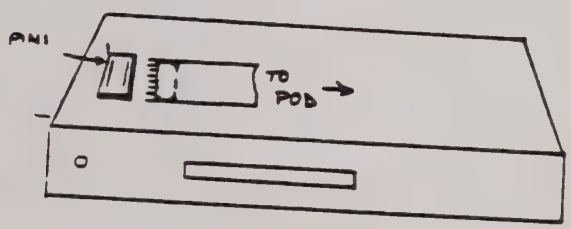

FIGURE 3.1
3.1 With the 5104 Error Counter test fixture power off, insert 40 pin plug from Z80 interface pod into Z1F connector on test fixture. See Figure 3.1.